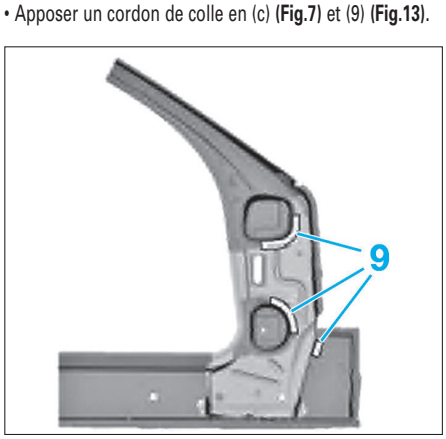

FIG. 13
• Apposer un cordon de colle en (c) **(Fig.7)** et (9) **(Fig.13)**.